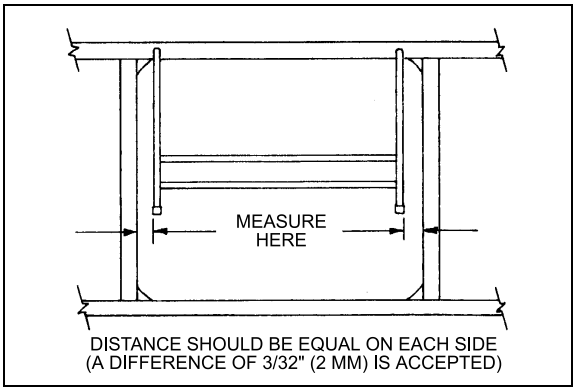
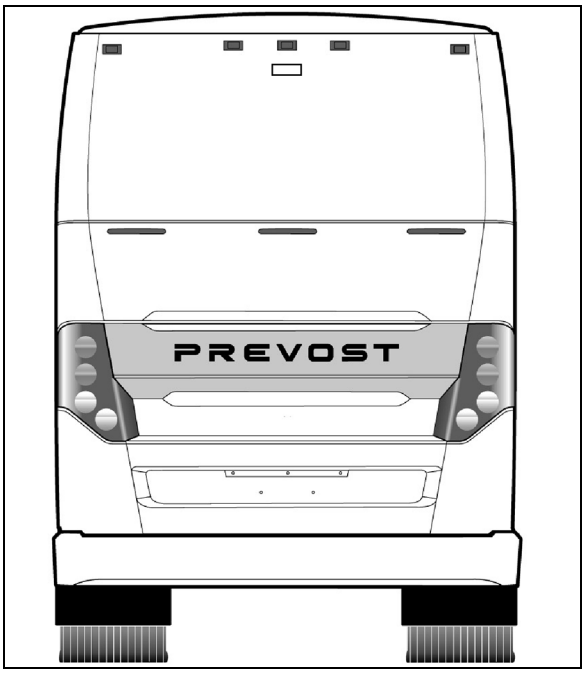

FIGURE 80: PANTOGRAPH DOOR ADJUSTMENT 18063
FIGURE 81: ENGINE COMPARTMENT DOOR 18747
Measure distance between a pantograph arm end and a straight edge resting on structure. Repeat procedure for the other arm. The distance on each side should be equal. If not, bend appropriate arm until desired measure is obtained (Figure 80 & Figure 81).
5. When the door is straight, remove the 2x4's and check door operation and fit. A difference of 3/32" (2mm) between both sides is accepted (Figure 81).